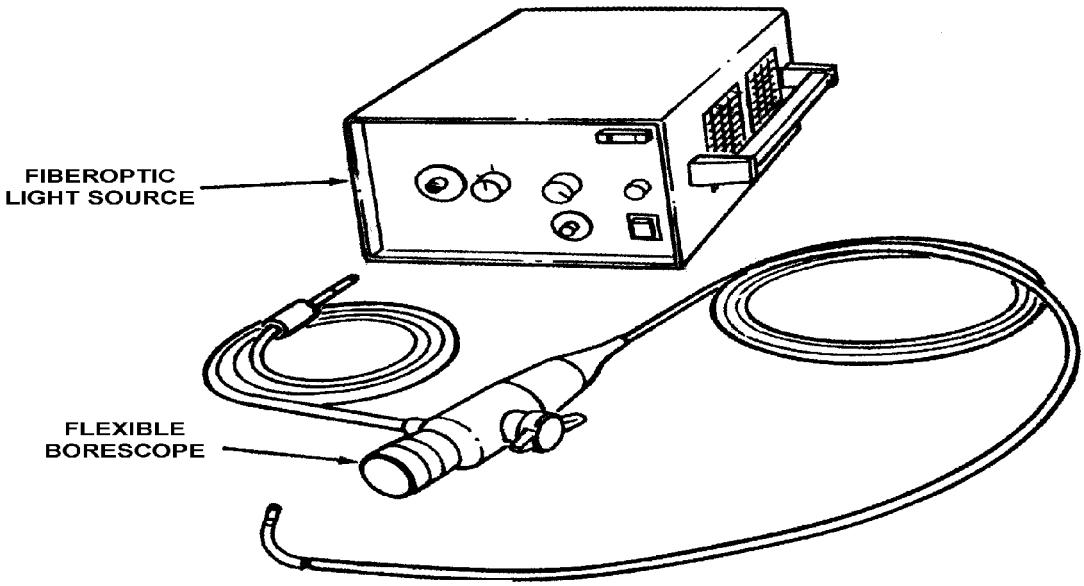

Figure 21. Flexible Borescope 2002AS100-1 and Fiberoptic Light Source 2004AS100-1
a. Inspect compressor blades through the fifth and tenth stage bleed ports using 2002AS100-1 borescope and 2004AS100-1 light source. (See figure 21.) If this borescope is unavailable, a 6mm fiber-optic system is ideal. A 7mm system may be used in the fifth stage, but will not fit in the tenth stage blade track.